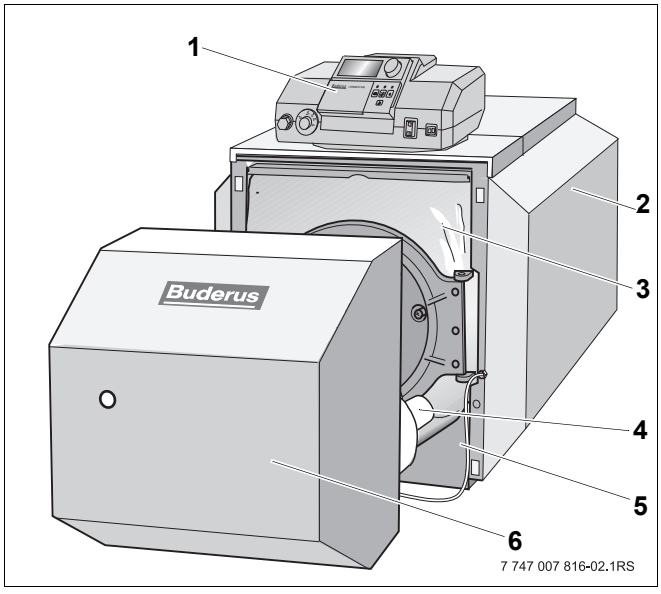

Fig. 2 Caldera S125 ECO BE sin acumulador de agua
2. Caldera sin acumulador de agua instalado S125 ECO- BE (➔ fig. 2)